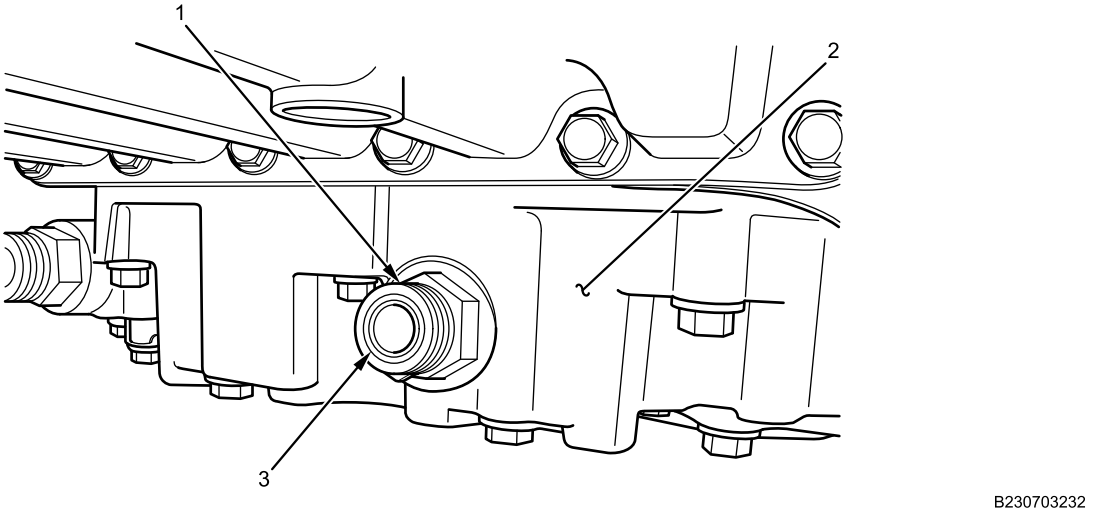

Figure 18. Hose Fitting Installation.
1. Install four new O-rings (Figure 18, Item 3) to each end of transmission hose fittings and install two hose fittings (Figure 18, Item 1) to transmission (Figure 18, Item 2).